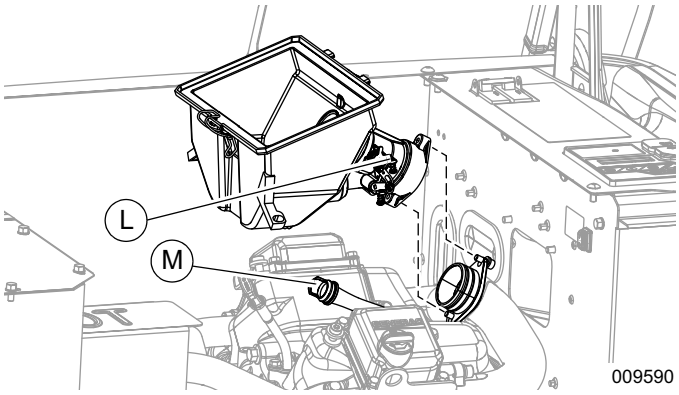

Figure 9. Removing the Mixer (500/1000 Series)
4. See ***Figure 9***. Remove screws attaching mixer to intake manifold (access screws behind divider panel). Set airbox base and mixer (L) aside, with wires still connected to mixer, to expose breather hose (M).